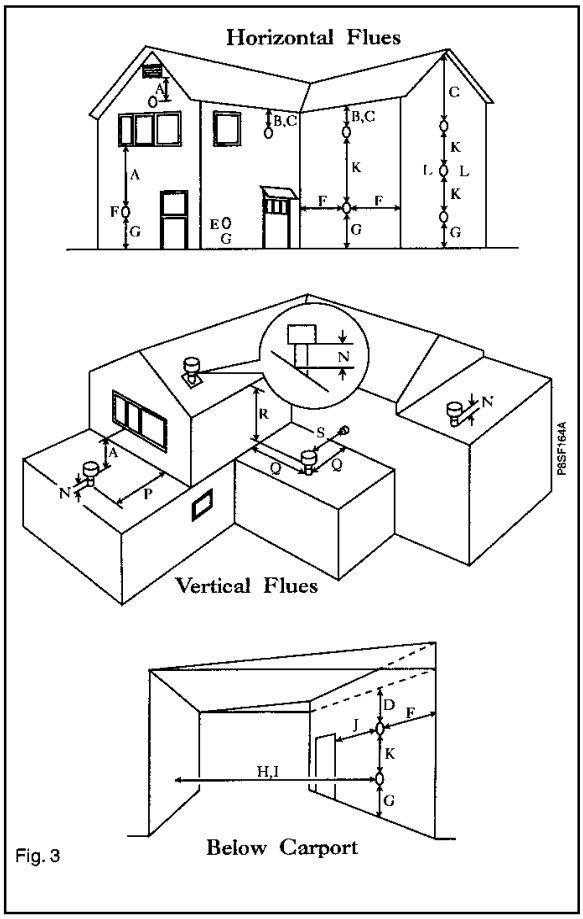

Fig. 3
## 1.3 Flue Terminal and Ducting (Fig: 3 - a, b & c)
**90° In-line** elbow kits (Part No. 31-19034) and **135° In-line Bend** kits (Part No. 31-19035) are also available for more flexible siting. Horizontal flues can be set at 45° angles to the combination boiler, through 360°, to the miniature terminal on the outside of the building. The siting positions for horizontal flue terminals are shown in Figs. 3. - a) & b).
**135° Off-set** kits are available for both types (Part No.31-19035 concentric) and (Part No.31-19039 twin tube). The siting of the flue terminal through a roof is shown in Fig 3. - c). Only the above flue systems should be used with Puma Flowsure+ storage combination boilers.